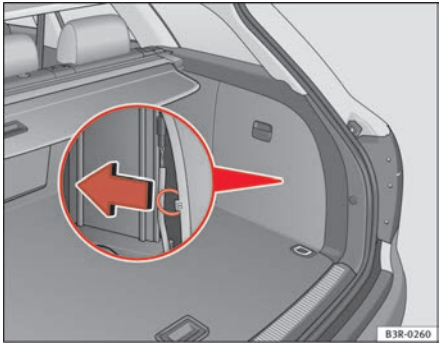

Fig. 169 Luggage compartment: Releasing the fuel tank flap by hand in case of emergency
– Pull the ring to unlock the fuel tank flap ⇒ fig. 169. ■